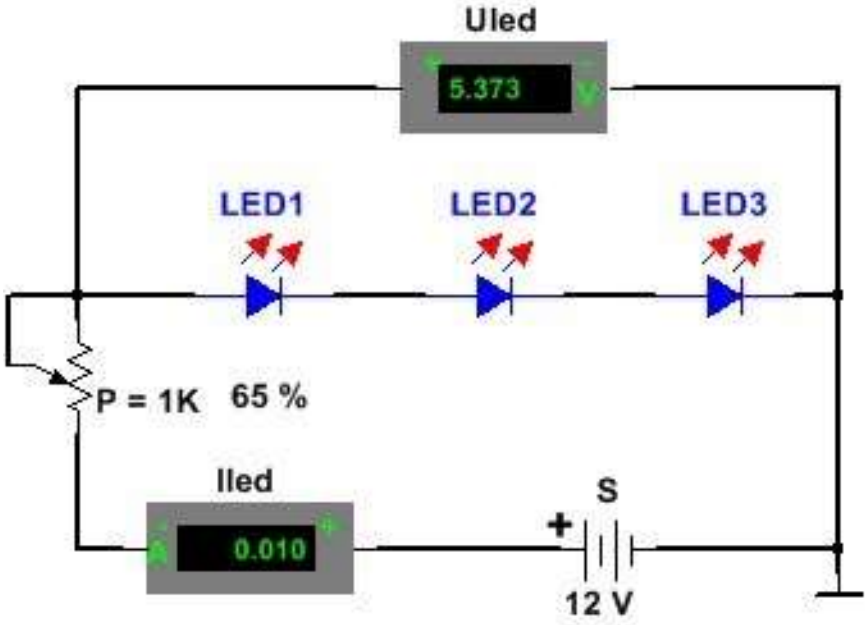

Figura 8.45 Conectarea LED-urilor în serie
1. Se realizează cu ajutorul simulatorului schema din **figura 8.45**;
3. Se realizează practic montajul conform schemei din **figura 8.45** în care se înlocuiește potențiometrul P cu un rezistor care are valoare apropiată de valoarea calculată la punctul (2);